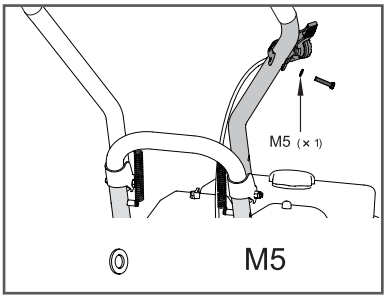

Рис. 4 Установка рычага газа
3. Установите рычаг газа на верхнюю часть рабочей рукоятки. Выкрутите из кронштейна рычага газа винт M5 крепления, вставьте его в шайбу M5 из комплекта крепежа и закрепите рычаг газа на верхней части рабочей рукоятки, как показано на Рис. 4.